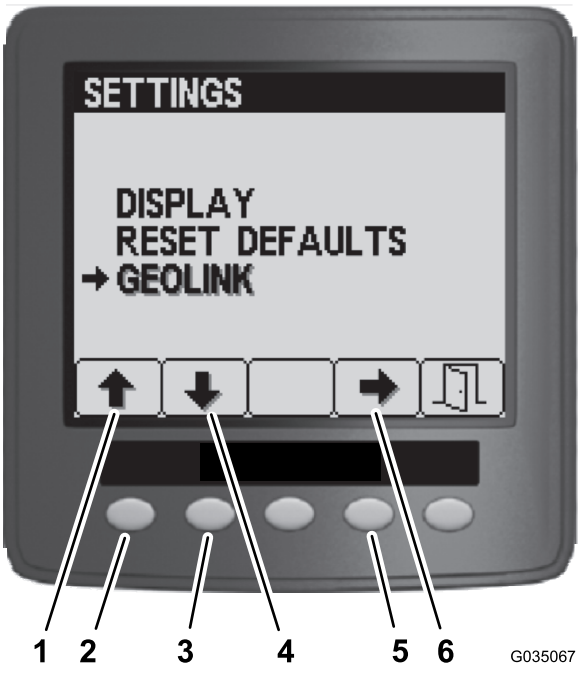

Figur 101
4. Tryck på knapp 1 eller 2 i menyn Inställningar tills alternativet GeoLink markeras. Tryck på knapp 4 för att bläddra i GeoLink-menyn (Figur 101).